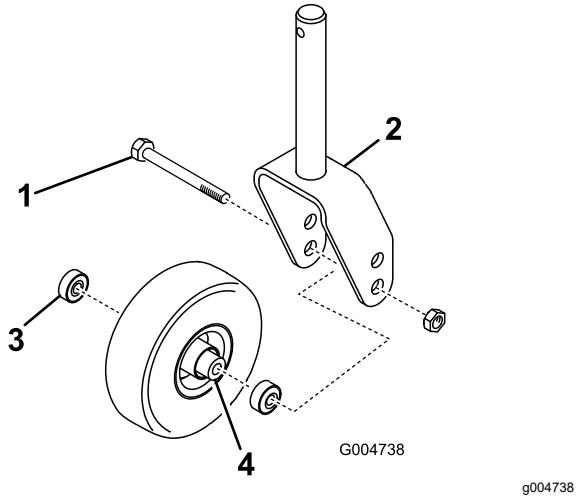
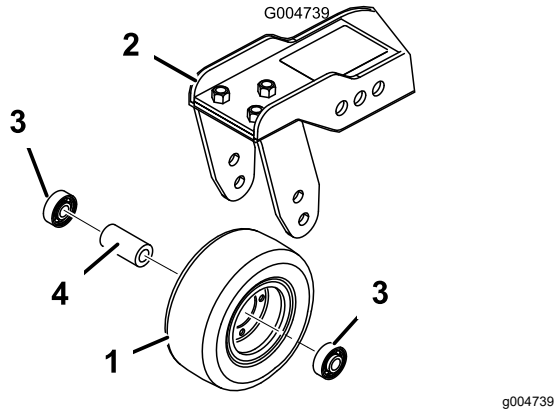

Figur 126
Figur 127
1. Lossa låsmuttern från den skruv som håller fast svänghjulet mellan svänghjulsgaffeln (Figur 126) eller svänghjulsarmen (Figur 127).
2. Ta bort lagret från hjulnavet och låt lagerdistansbrickan falla ut (Figur 126 och Figur 127).